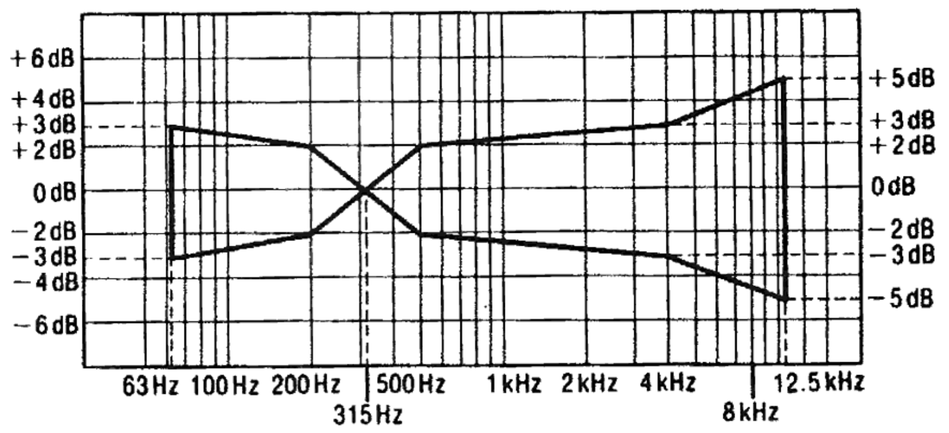

Fig. 6
2. Assure that the frequecy response is within the range shown in **Fig. 6** for both L-CH and R-CH.